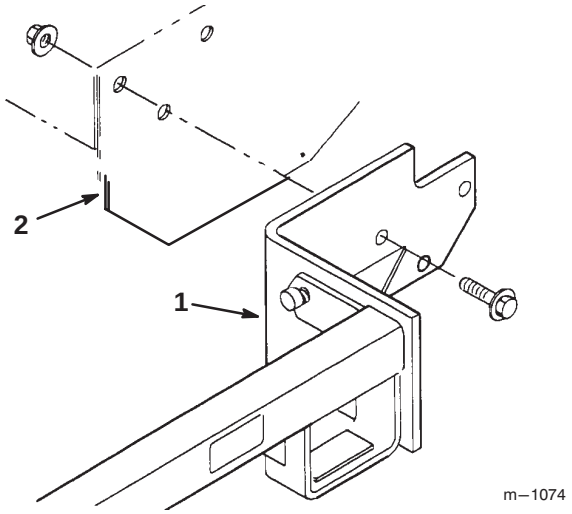

Figure 2
1. Align the carrier frame holes with the mounting holes in the traction unit frame (Fig. 2).
2. Fasten each side of the carrier frame to the traction unit with three (3) 1/2” x 1” (25 mm) flange screws and locknuts. Torque the mounting screws to 60–80 ft-lb (81–109 N•m) (Fig. 2).